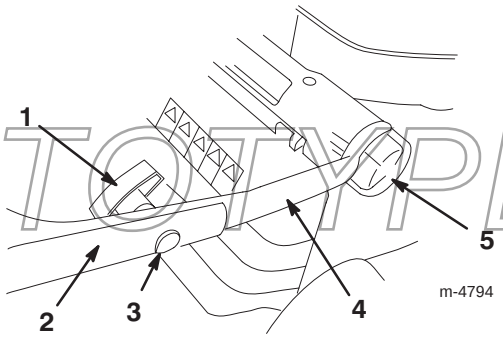

Figuur 2
1. Draai de instelknoppen voor de handgreephoogte los en draai het onderste deel van de handgreep naar de achterkant van de maaimachine toe, totdat deze in één van de hoogtestanden van de handgreep valt, zoals getoond in Figuur 2. Om de hoogte van de handgreep in te stellen, zie Hoogte van handgreep instellen, blz. 7.
3. Bevestig het bovenste deel op het onderste deel van de handgreep met de bouten met ovale kop en de handgreepknoppen, zoals getoond in Figuur 2. **Draai de knoppen goed vast.**